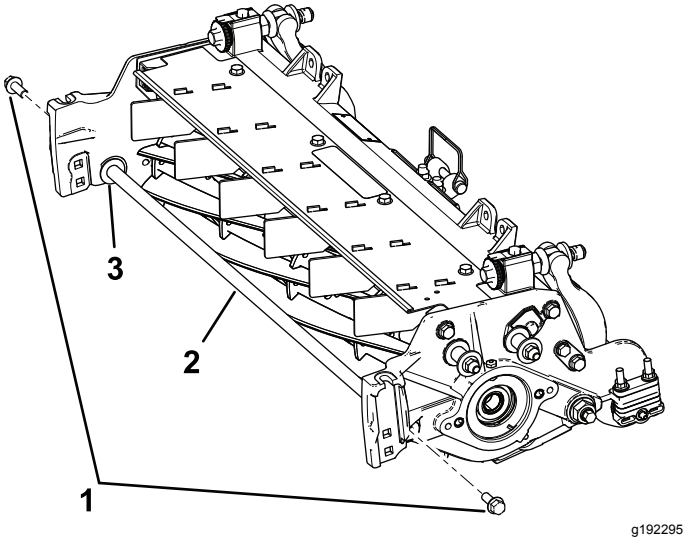

Figur 5
9. Ta bort de två flänsskruvarna och brickorna som håller fast stödstången, och ta sedan bort stödstången (Figur 5).